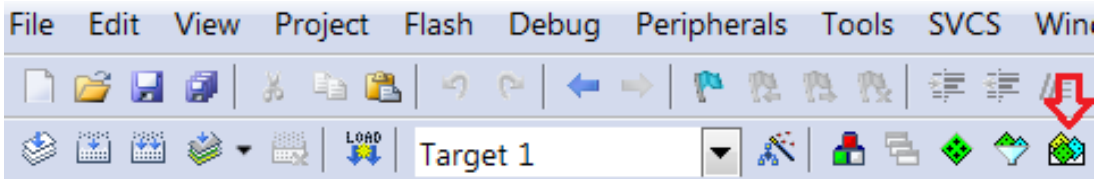

Figure 18. Pack Installer Icon
2. Open the Keil µVision IDE and navigate to **Project** > **Manage** > **Pack Installer** or click on the icon shown in the "Pack Installer Icon" figure (Figure 18).